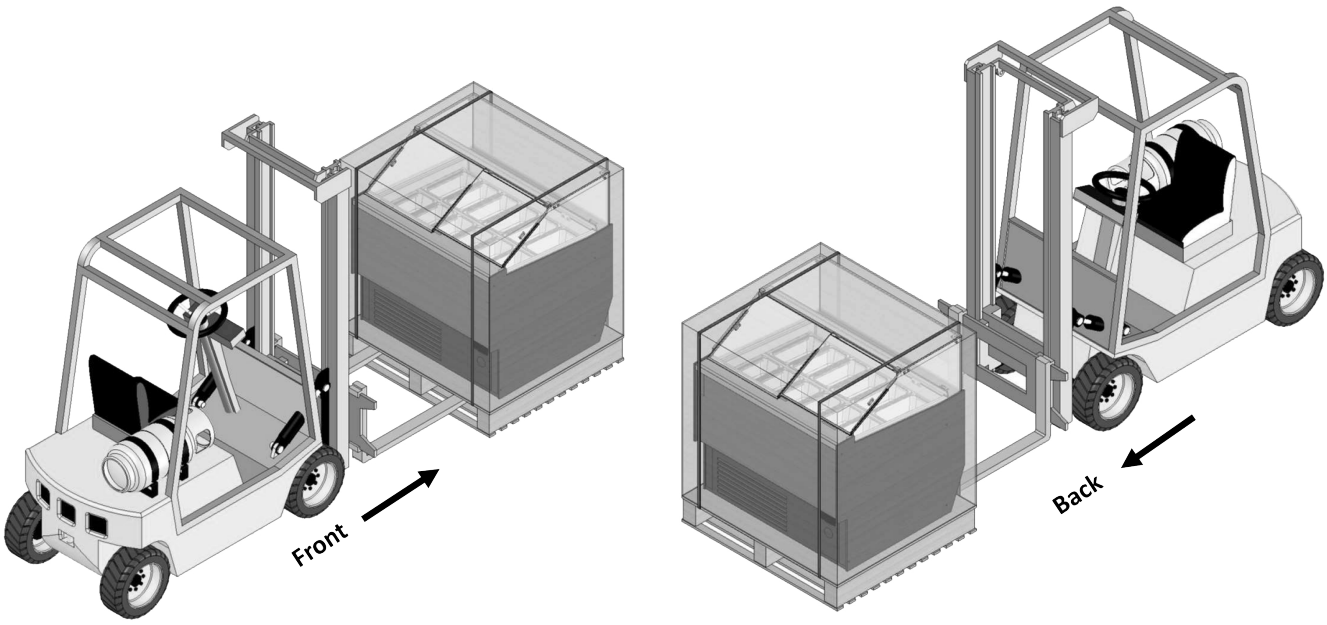

fig. 11
- Les paquets qui composent l'équipement doivent être déplacés uniquement à l'aide d'un chariot élévateur (fig. 11) ; les déplacer manuellement peut entraîner des dommages structurels, en particulier au niveau de l'étrier en verre.